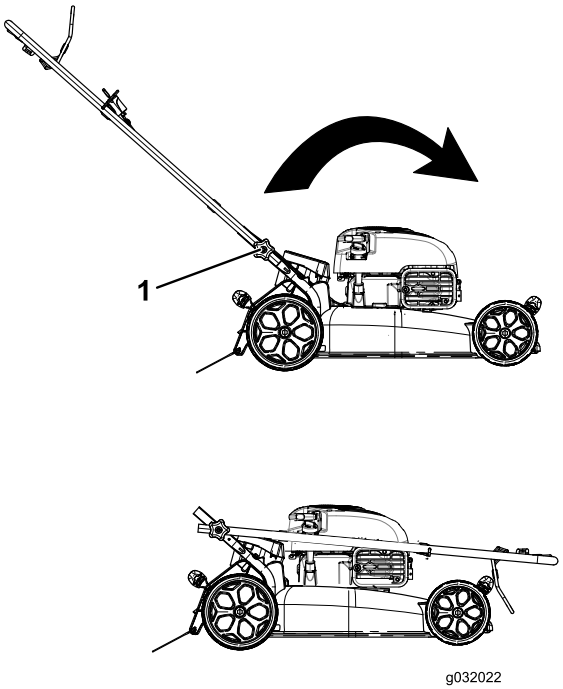

Figur 22
1. Løsne knottene på håndtaket til du kan flytte håndtaket fritt (Figur 22).
2. Flytt håndtaket fremover som vist i Figur 22.